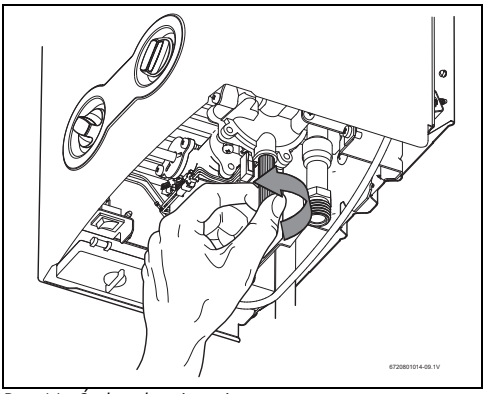

Rys. 11 Śruba odpowietrzająca
▶ Poluzować śrubę odpowietrzającą (→ rys. 11).